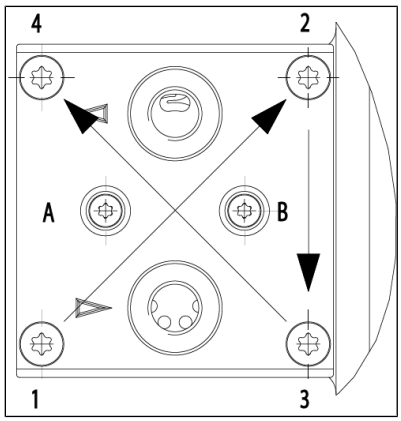

*Abb.6 Kopfschrauben anziehen*
1. Entfernen Sie die Ventilplatten/Dichtungen (12) von der Zwischenplatte (6).
2. Prüfen Sie die Ventilsitze, Zwischenplatte (6) und Kopfdeckel (5) auf Verunreinigung und Beschädigung. Reinigen Sie die Teile ggf.
4. Legen Sie die neue Ventilplatten/Dichtungen (12) in die Ventilsitze der Zwischenplatten (6) ein.
5. Setzen Sie den Kopfdeckel (5) entsprechend der Filzstiftmarkierung auf die Zwischenplatte.
6. Prüfen Sie die Zentrierung des Kopfdeckels (5) durch leichte seitliche Bewegung.
7. Verbinden Sie Kopfdeckel (5) und Zwischenplatte (6). Schrauben Sie dazu die Schrauben (3; Abb. 6: A + B) mit Tellerfeder (11) und Passscheiben (10) ein, bis der Schraubenkopf flächig aufsitzt, d. h. gerade bis zum ersten Widerstand. Bringen Sie auf das Gewinde der Schrauben ein wenig Schraubensicherungsmittel auf (Loctite 222 oder vergleichbares Produkt).
2. Setzen Sie die Druckplatte (4) entsprechend der Filzstiftmarkierung auf den Kopfdeckel.
3. Schrauben Sie die Schrauben (1) mit Tellerfeder (11) ein und ziehen Sie diese entsprechend der Reihenfolge 1-2-3-4 (siehe Abb. 6) über Kreuz mit 1 Nm leicht an.
5. Ziehen Sie die Schrauben (1) mit Tellerfeder (11) entsprechend der Reihenfolge 1-2-3-4 (siehe Abb. 6) über Kreuz fest. Anziehdrehmoment: 2,1Nm.
6. Ziehen Sie anschließend die Schrauben (3; Abb. 6: A + B) mit einer weiteren Viertel Umdrehung an (Anziehdrehmoment 30 Ncm) und bringen Sie die Schraubenabdeckungen (2) an.